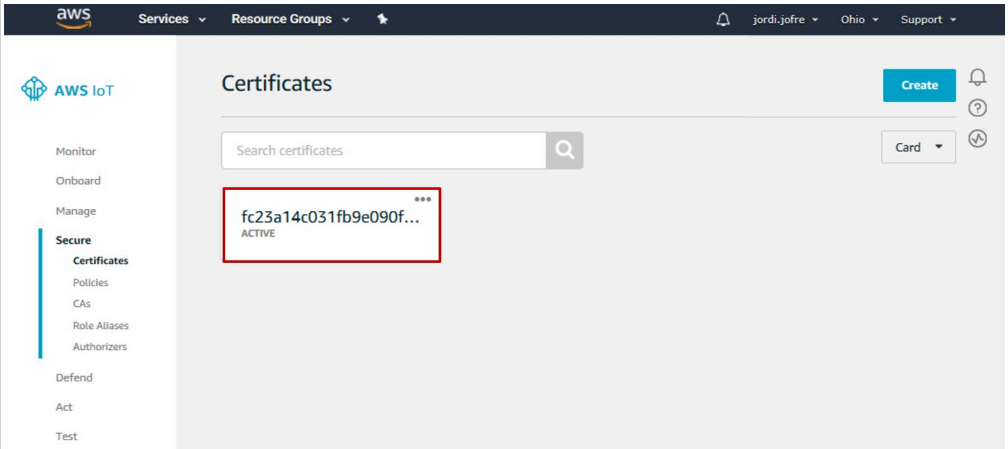

Figure 79. Confirm device certificate registration
6. Your device certificate is now registered and visible in your AWS IoT Core dashboard as shown in Figure 79.